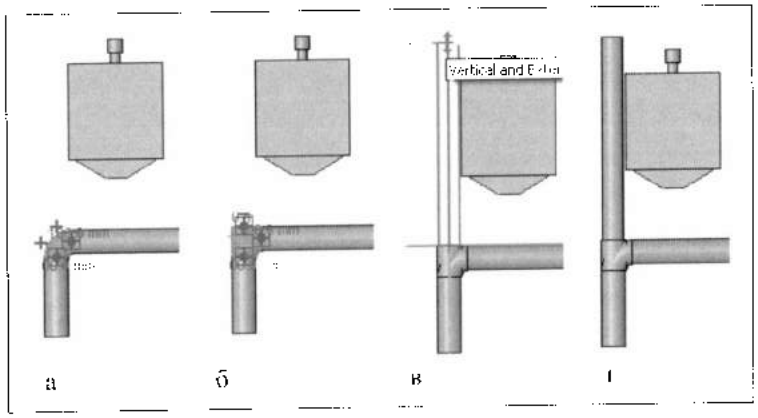

Рис. 40.30. *Доработка канализационного стояка*
7. Удлинить канализационный стояк (рис. 40.30).